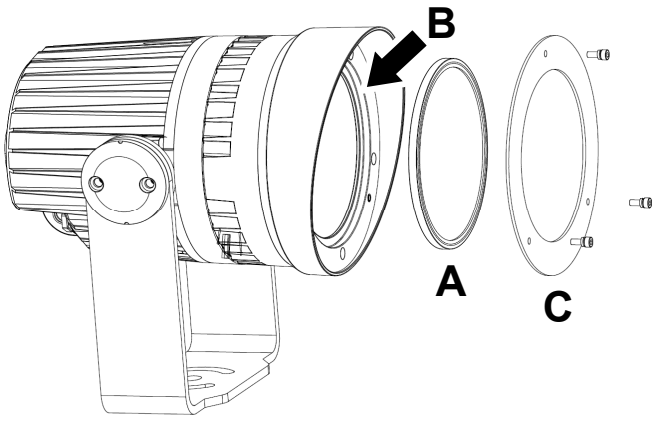

Figure 4. Diffuser installation
2. See Figure 4 below. Position the diffuser **A** over the front of the fixture, making sure that the marking ‘**this side out**’ close to the edge of the diffuser faces outwards, towards the front of the fixture.
If you install a louver over a diffuser lens, you do not need to use the trim ring shown at **C** in Figure 4 on page 12 because the louver will hold the diffuser securely.